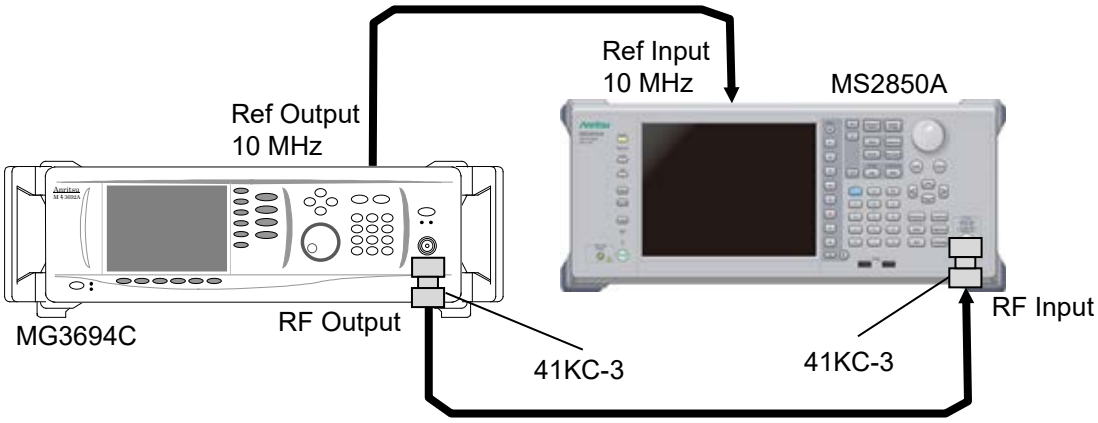

Figure 6.2.9-1 Input attenuator switching error
4. Connect the equipment in reference to Figure 6.2.9-1.
6. Set frequency of SG to F1+1kHz and set the level to –19 dBm in accordance with Figure 6.2.9-1, then turn on RF output.
7. Set center frequency of MS2850A to F1+1 kHz and set attenuator to 10 dB, then set Frequency Band Mode in accordance with Figure 6.2.9-1.